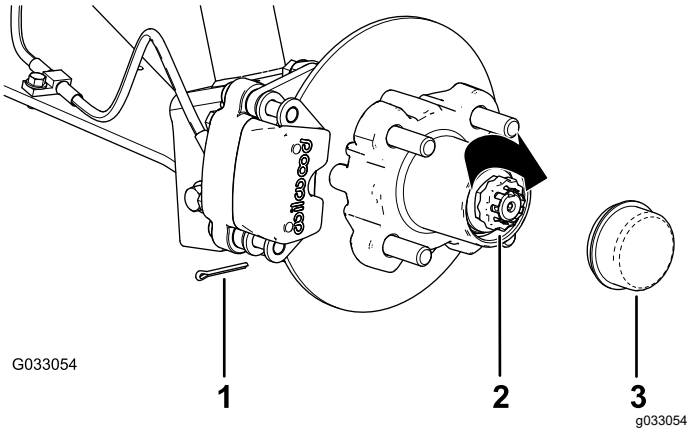

**Figur 31**
8. Monter holderen over mutteren og sjekk at sporet i holderen er innrettet med hullet i spindelen for hårnålssplinten (Figur 31).
9. Monter hårnålssplinten og bøy begge beina rundt holderen (Figur 31).
10. Monter støvkoppen på navet (Figur 31).